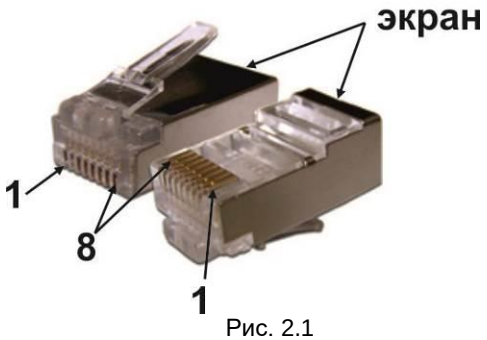

Рис. 2.1
8.2.1 Распиновка кабельной вилки RJ45 (8P8C) показана на Рис. 2.1